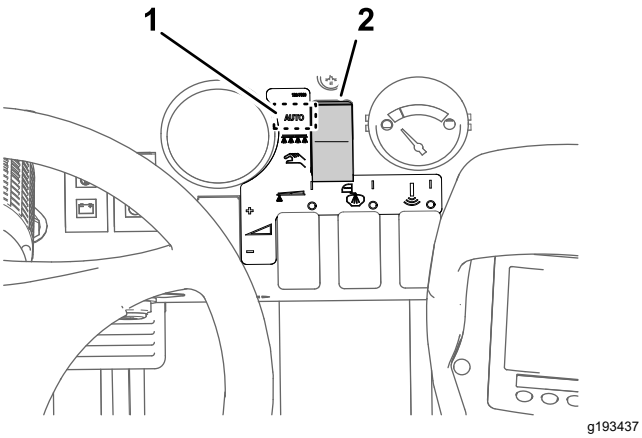

Figura 43
3. Mueva el interruptor del modo de fumigación al Modo de caudal de aplicación (Figura 43).